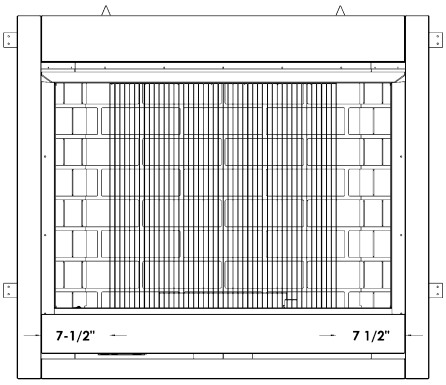

fig.1
2. Déplacez les pare-étincelles vers le centre du foyer, pour laisser un espace de 7½" entre les pare-étincelles et les côtés du foyer (Voir **fig.1** ci-dessous).